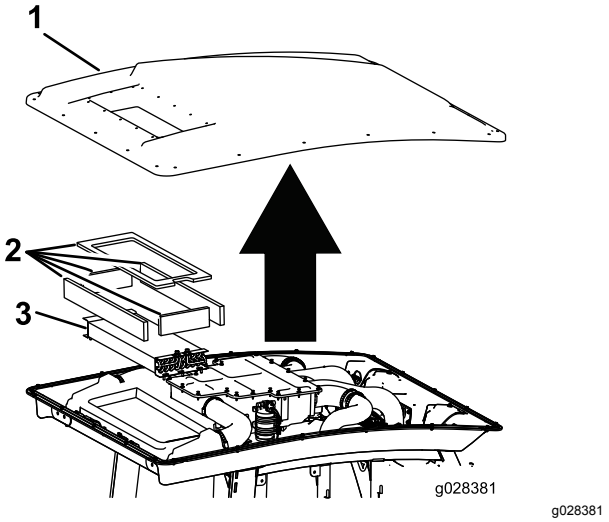

Figur 115
3. Demonter førerhustaket ved å fjerne de 22 boltene som fester taket (Figur 115).
4. Fjern luftfiltrene (Figur 115).
5. Fjern og rengjør klimaanleggsspolene (Figur 115).